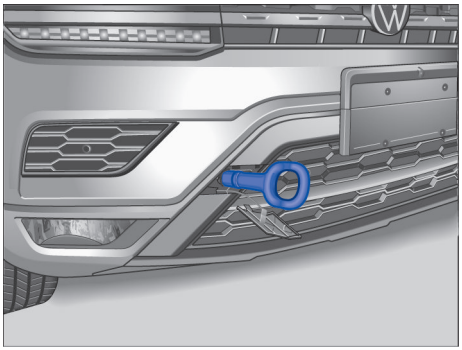

图 201 在保险杠的右前部：安装牵引环
– 将牵引环朝箭头方向拧入螺纹孔内，直到限位位置 →图 201。